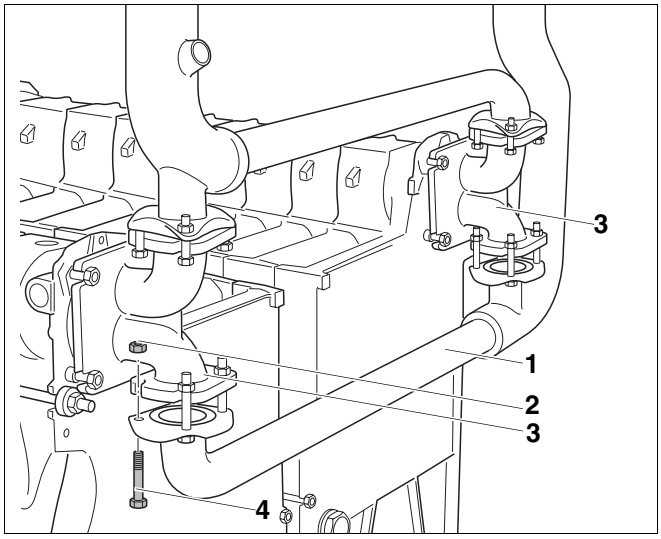

Afb. 30 Retourleiding monteren
- Draai de retourleiding (afb. 30, **pos. 1**) met telkens twee zeskantbouten M12 x 80 (afb. 30, **pos. 4**) en moeren met schijf erop geperst (afb. 30, **pos. 2**) losjes diagonaal aan het aansluitstuk (afb. 30, **pos. 3**). Plaats de zeskantbouten langs beneden.